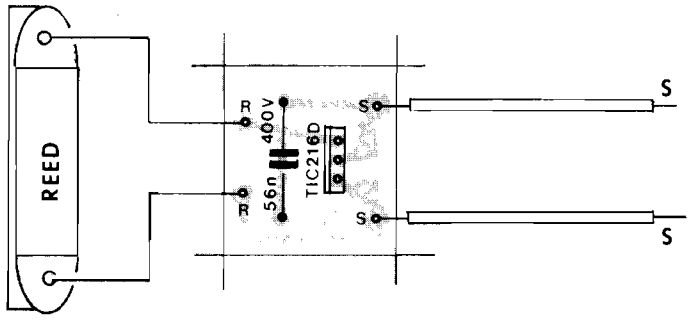

Fig. 3
– **FIG. 3** – "Chapeado" da montagem (placa vista pelo lado não cobreado, com os componentes e ligações externas já "destrinchados"...). Atenção ao posicionamento do TRIAC (TIC216D), que apresenta sua lapela metálica voltada para o centro da plaquinha. Observar também as conexões do REED e das ligações de **saída** (fios "S-S"). Depois de efetuadas todas as soldas, a plaquinha deve ser conferida com cuidado pois mesmo na montagem mais elementar e simples, o risco de um erro ou inversão é real... Assim, **conferir** tudo após o término das soldagens é um item **obrigatório** para o sucesso de qualquer projeto (tenha o projeto 2 componentes ou milhares deles...). se tudc estiver correto (posições, valores e códigos dos componentes, qualidade dos pontos de solda, etc.), então podem ser cortadas as "sobras" de terminais e pontas de fios, pelo lado cobreado.